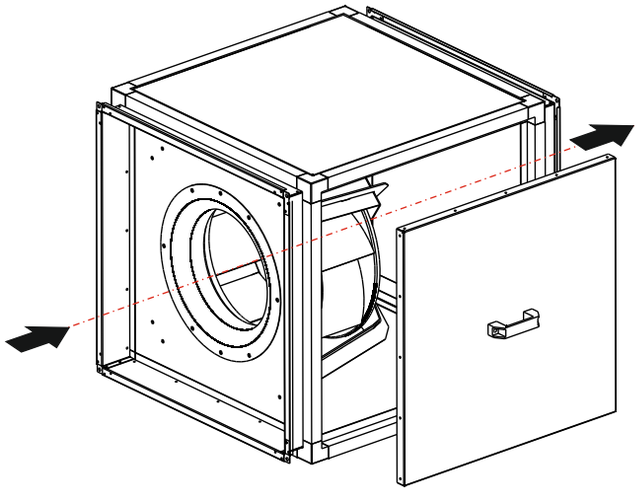

Рис. 1 - Исполнение 1
-выхлоп по оси (исполнение 1 - рис. 1);